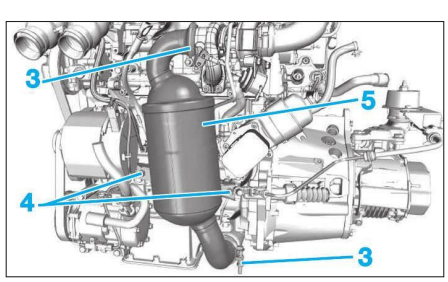

**Fig. 59**
- les colliers (3) **(Fig.59)**,
- les deux écrous de fixation (4),
- le catalyseur (5),